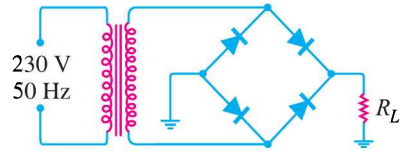

Fig. 6.77
8. In Fig. 6.77, the maximum secondary voltage is 136 V. Find (*i*) the d.c. load voltage (*ii*) peak inverse voltage (*iii*) output frequency. **[(*i*) 86.6 V (*ii*) 136 V (*iii*) 100 Hz]**